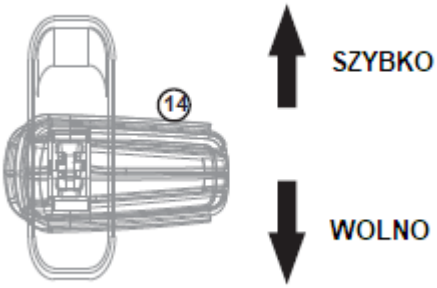

Rys. 15
• Przesuń dźwignię gazu (Rys. 15, poz. 14) w kierunku „SZYBKO”, aby zwiększyć prędkość.